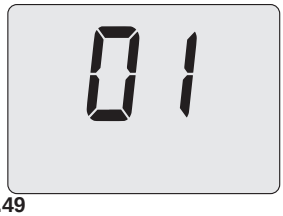

Figura 5.49
- Premendo il tasto 17 (Figura 5.46) sul display LCD appare il valore del parametro P05 (Figura 5.49).